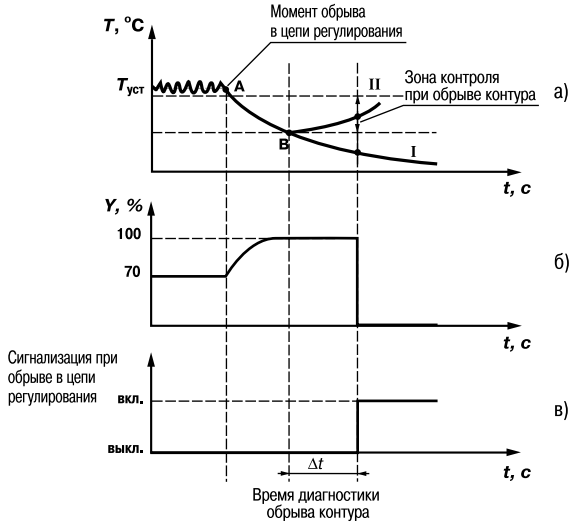

Рис. 13
3.2.8.3.3. Приведем **пример срабатывания устройства диагностики обрыва контура** (**рис. 13**).
В точке **А** нагреватель вышел из строя, и температура начинает уменьшаться **(рис.13, *а***). Регулятор увеличивает выходной сигнал (**рис. 13, *б***), контролируя отклик системы. Поскольку температура продолжает уменьшаться, рассогласование растет, и значение Y достигает 100 %. В момент достижения Y = 100 % (точка **В**) прибор начинает отсчет «**времени диагностики обрыва контура**» Δt.
Если по истечении этого времени температура продолжает уменьшаться, сигнализация срабатывает (кривая I на **рис. 13, *а***). Если температура стала расти, но за время Δt изменение температуры не превысило «**ширину зоны диагностики обрыва контура**» (кривая II на **рис. 13, *а***), сигнализация также срабатывает (**рис. 13, *в***).